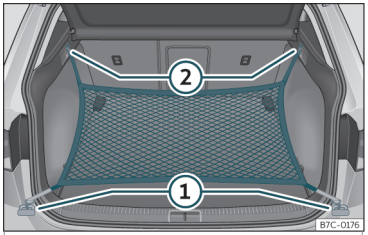

Fig. 112 En el maletero: argollas ① y ganchos ② para enganchar la bolsa de red.
- Fije los ganchos cortos de la red en las argollas de amarre ››› **fig. 112** ① ››› ⚠. La cremallera de la bolsa tiene que quedar hacia arriba.
- Fije las cintas en los ganchos para colgar bolsas ②.